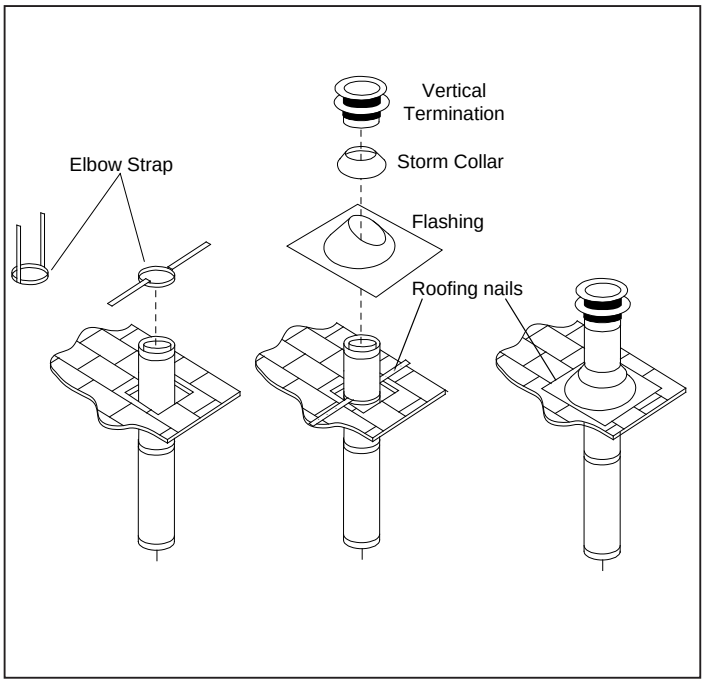

Figure 62. Vertical Vent Termination
Step 4. Measure roof pitch. Select the proper flashing and storm collar and determine the height above the roof (see Figure 62). A non-corrosive pipe material must be used for all exterior pipe lengths. Seal nail heads with silicone.